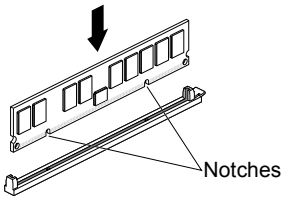

Figure 5-109 Inserting Memory Modules
a.) Insert the **DIMM**s into their sockets on the new system module. You'll hear a click when they are latched. Notice how the latch on the end of the socket moves up when they're seated properly. ***DIMM**s are notched on the bottom so that they cannot be inserted incorrectly.* See Figure 5-109.